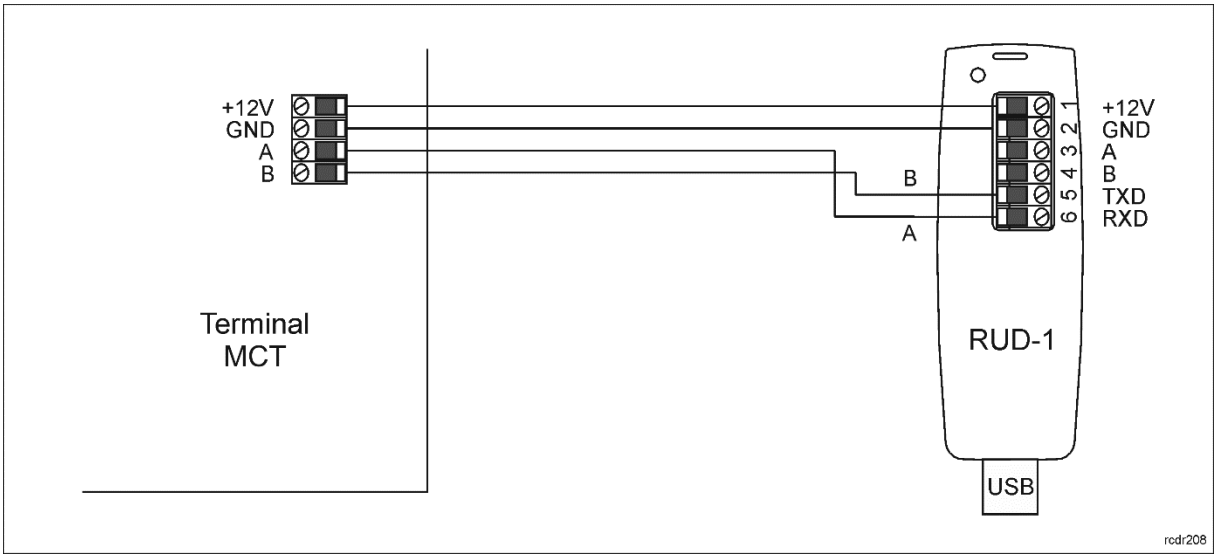

Rys. 10 Sposób podłączenia terminala do interfejsu RUD-1 (aktualizacja firmware).
1. Podłącz czytnik do interfejsu RUD-1 zgodnie z rys. 10, a interfejs RUD-1 do portu USB komputera.